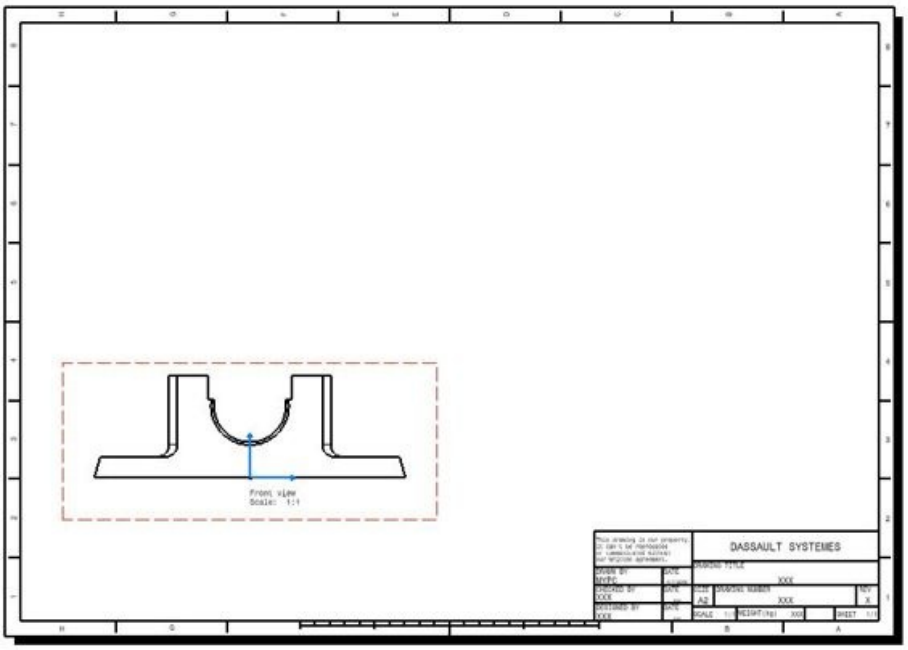

Figure 14-31 *The drawing sheet after generating the front view*
e. Generate the front view, refer to Figure 14-31.
5. Click anywhere on the drawing sheet to generate the front view. The drawing sheet after generating the front view is shown in Figure 14-31.